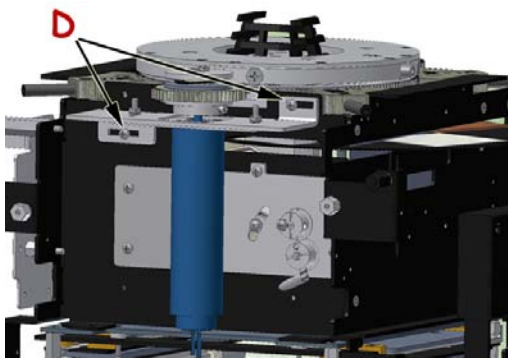

Fig. 2
- Tighten the two screws **B**, see ***Fig. 2***.